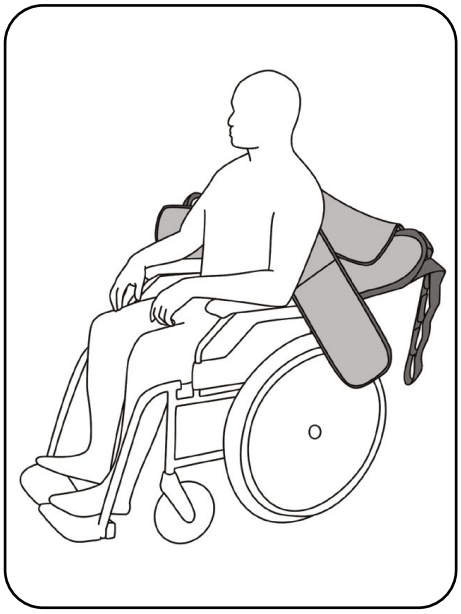

Abb. 9.3.02 – offener Liftergurt hinter dem Rücken des Patienten
5. Schieben Sie den Liftergurt hinter den Rücken des Patienten (Abb. 9.3.02). Achten Sie darauf, dass die Oberkante des Liftergurtes auf Höhe des Achselbereiches ist.
9. Fahren Sie den gespreizten aks-Aufstehlifter langsam und kontrolliert an den Patienten heran, um Verletzungen durch Kollision zu vermeiden. Achten Sie auch auf den Hebearm. Stellen Sie bei Bedarf die Bremsen des aks-Aufstehlifters fest (Abb. 9.3.02).